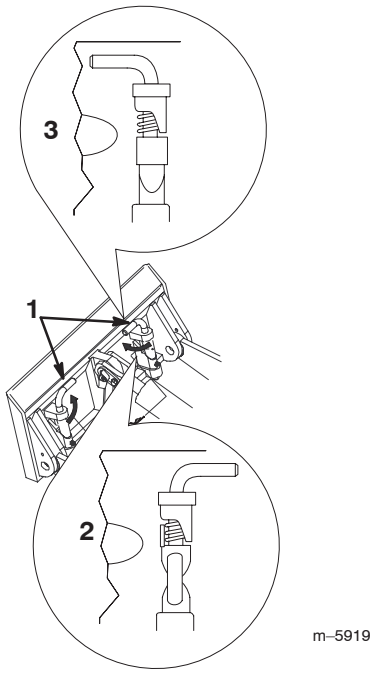

Figure 13
7. Engage the quick attach pins, ensuring that they are fully seated in the mount plate (Fig. 13).